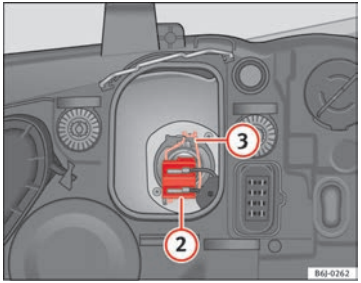

Fig. 156 Dipped beam headlights
– Remove connector ⇒ Fig. 156 (2) from the bulb.
– Unclip the retainer spring ⇒ Fig. 156 (3) pressing inwards to the right.